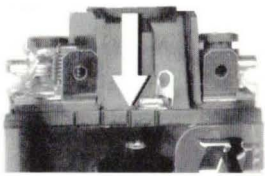

fig. 33b *Note the tick mark before you change you timing.*
• Motor timing is accomplished by loosening (but not removing) the two top screws of the endbell (not the brush hood screws) and turning the endbell slightly. Then the screws are tightened again. Turning the endbell to the right on Reedy motors gives you more rpm and less torque, to the left results in less rpm and more torque. The timing has already been set optimally by the factory, so carefully mark a tick mark on the can aligned to a tick mark on the endbell, **fig. 33b,** (arrow points to one such tick mark) so you can later return it to its original position. Reedy strongly recommends you keep the factory setting.